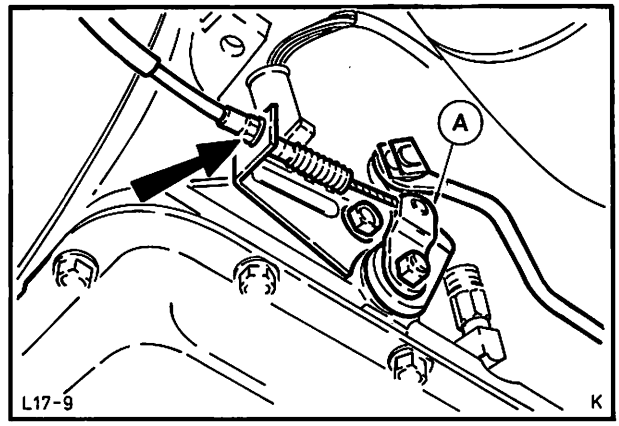

Abb. 30 Rückschaltseilzug (Kick-down)
23. Rückschaltseilzug am Hebel – Getriebe und Halter montieren. Abb. 30. Falls erforderlich, Seilzug, wie unter Pos. 17 683 beschrieben, einstellen.